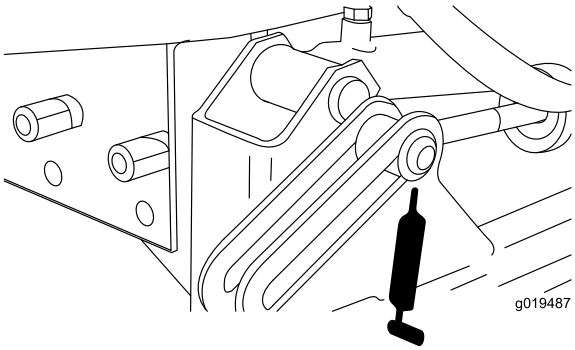
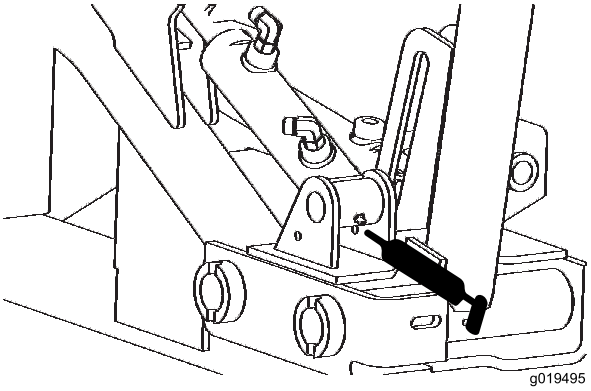

Bild 43
Bild 44
- Vordere Hubzylinder (3) (Bild 43 und Bild 44).